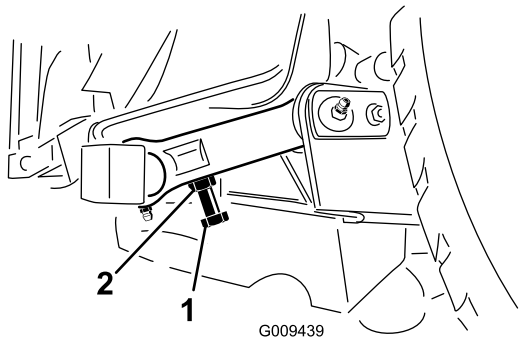

Figuur 25
3. Om de afstand in te stellen, gaat u naar de afstelbout op de achterste scharnierverbinding van het maaidek (Figuur 25).